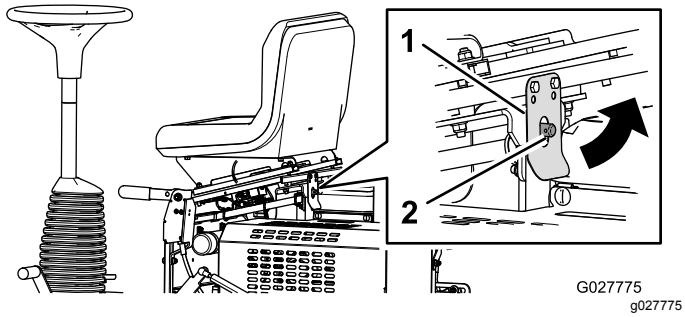

Rysunek 19
2. Przesuń zaczep fotela do tyłu i pochyl fotel do przodu (Rysunek 19).